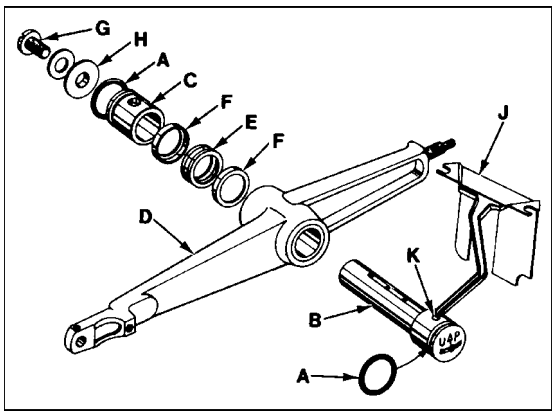

Fig 17
1. Install "O" rings (A, Fig. 17) onto needle lever stud (B) and thrust collar (C).
2. With needle lever (D) in machine and positioned properly; insert stud (B) through hole in needle lever until its shoulder contacts the needle lever and the word "UP" on stud is in the upright position. While making sure no binding exists in the needle bar link, secure stud (B) with the front set screw in top of machine bed.
3. Install temper load ring (E) and compression cups (F) onto stud (B), then push ring and cups through opening in machine bed.
4. Install thrust collar (C) onto stud (B) being careful not to damage "O" ring. Compress components together by tighening screw (G) until washer (H) bottoms against stud (B). Secure stud (B) in position using the rear set screw in top of bed.